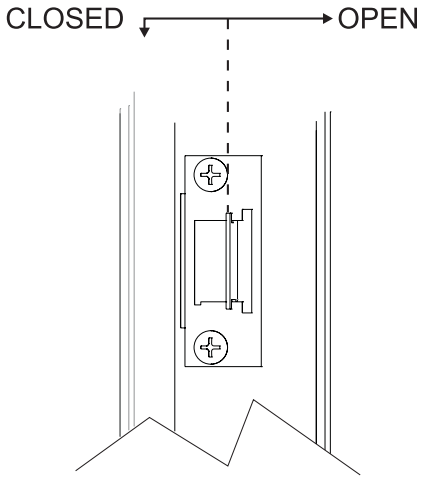

Figure 17
5. Push the handle for Open position and pull the handle for the Closed position. **See Figure 17.**